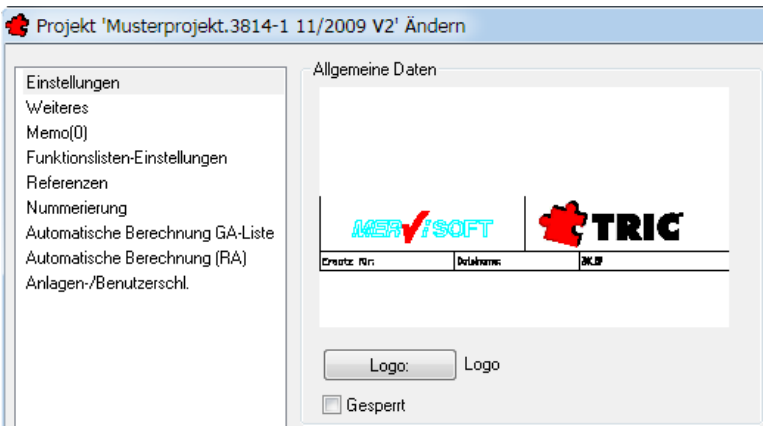

Bild 26.18 – Auswahl eines neuen Logos für das Projekt
- Klicken Sie im Gruppenfeld *Allgemeine Daten* auf die Schaltfläche *Logo* (Abb. 26.18).